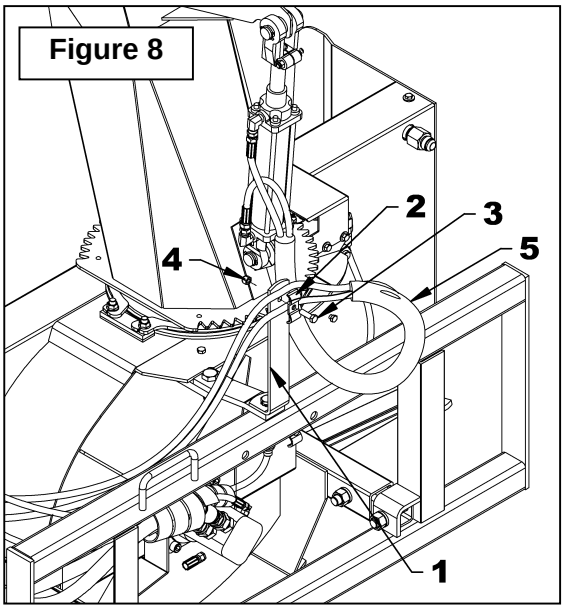

Figure 8
9. **Figure 8:** Attach hoses to the hose support (item 1) with the clamp (item 2), the 3/8" x 1 1/4" lg bolt (item 3) and nylon insert locknut (item 4) by letting long enough hose to allow a complete rotation of the chute. Install the hose guard (item 5) as illustrated.